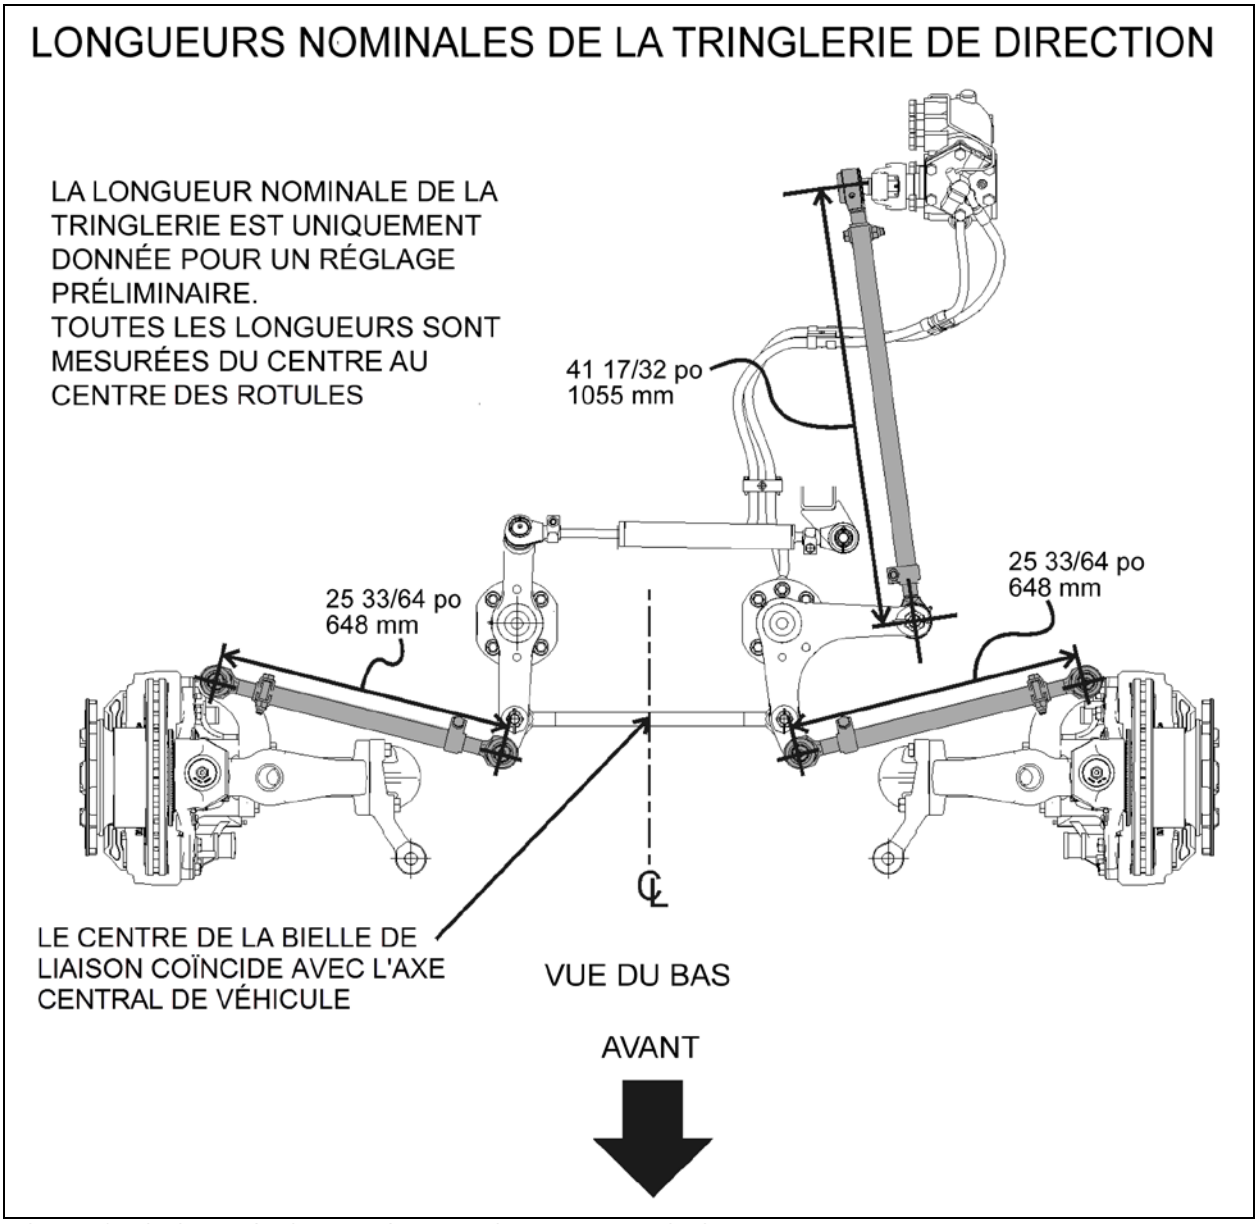

FIGURE 19: LONGUEURS NOMINALES DE TRINGLERIE DE DIRECTION 16202
7. S'assurer que la longueur de la bielle de poussée qui doit être 21 17/64 po (540 mm) FIGURE 19. Vérifier si la longueur de la bielle de liaison est 23 19/64 po (592 mm).